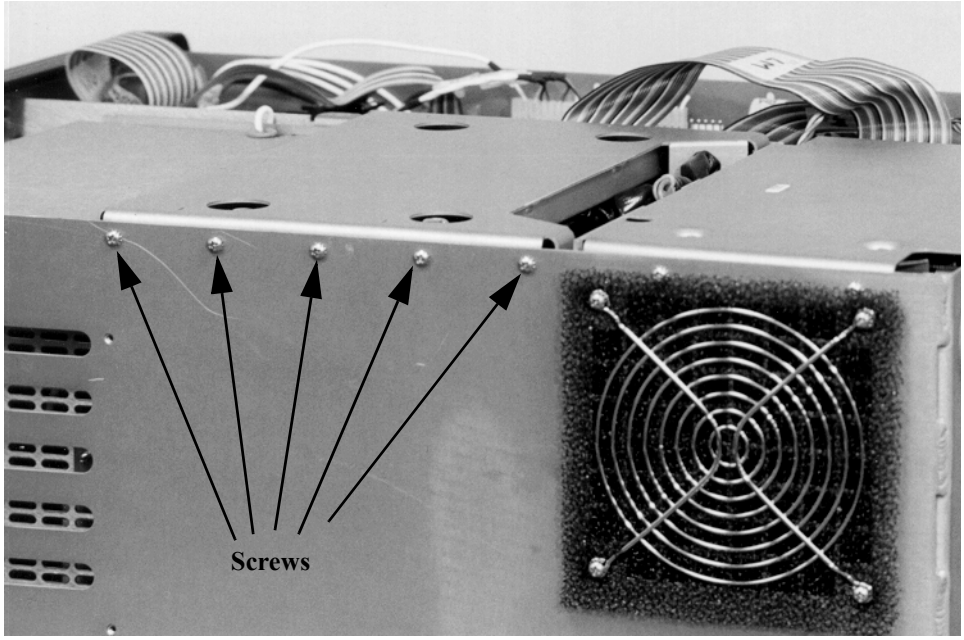

Figure 4.46 Transformer Cover, Screw Locations on Side Panel
- Remove five screws (Figure 4.46), located on the outside of the instrument next to the fan, using a Phillips-head screwdriver.